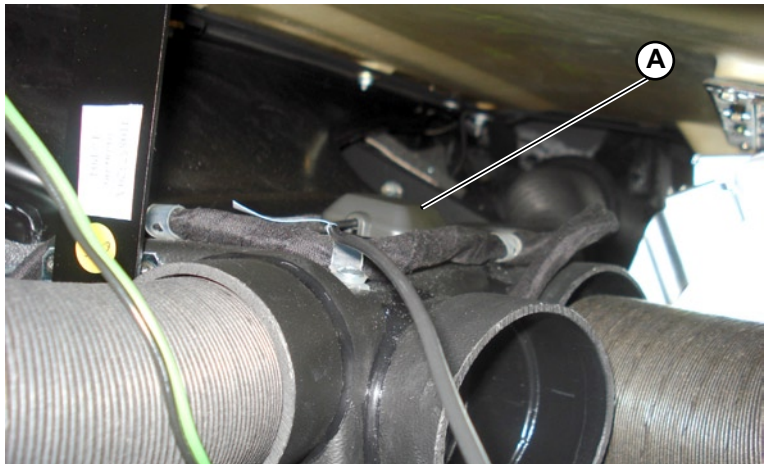

Fig.4
5. Pay attention to the informations concerning the GPS antenna present in the previous page. Position the GPS antenna (**9-Fig.2**) in a perfectly horizzontal position on the box of the air-conditioner 's pipeline (**A-Fig.4**) that are present behind the central air-nozzle. To carry out this operation, we suggest to pass through the empty space where there was positioned dashboard cover **(**kombi).